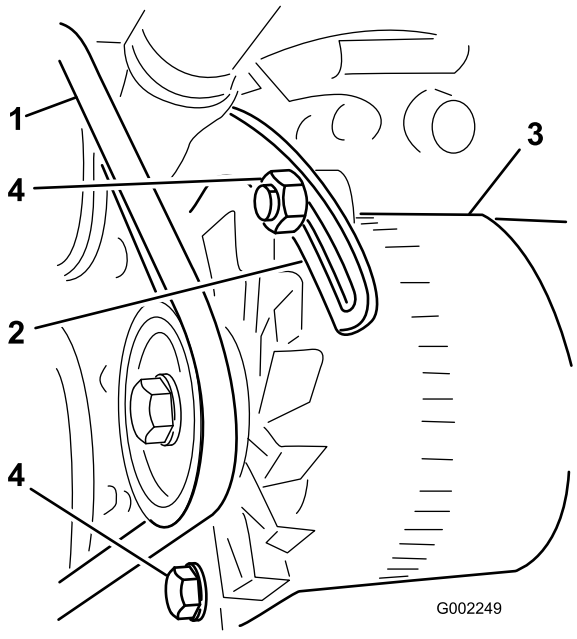

Figur 55
3. Løsn de bolte, der fastholder afstiveren til motoren, og den bolt, der fastholder generatoren til afstiveren (Figur 55).